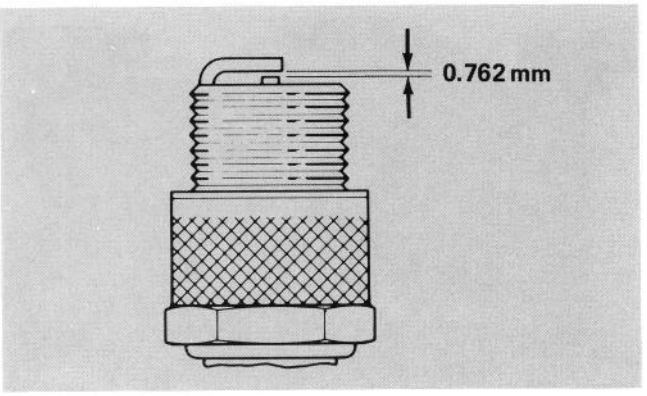

Afbeelding 26
2. Zet de luchtopening tussen de electroden op 0.76 mm (Afb. 26). Bevestig bougie met pakkingszegel en draai de bougie tot 20.4 N·m. Als geen torsiesleutel wordt gebruikt, draai de bougie dan stevig aan.